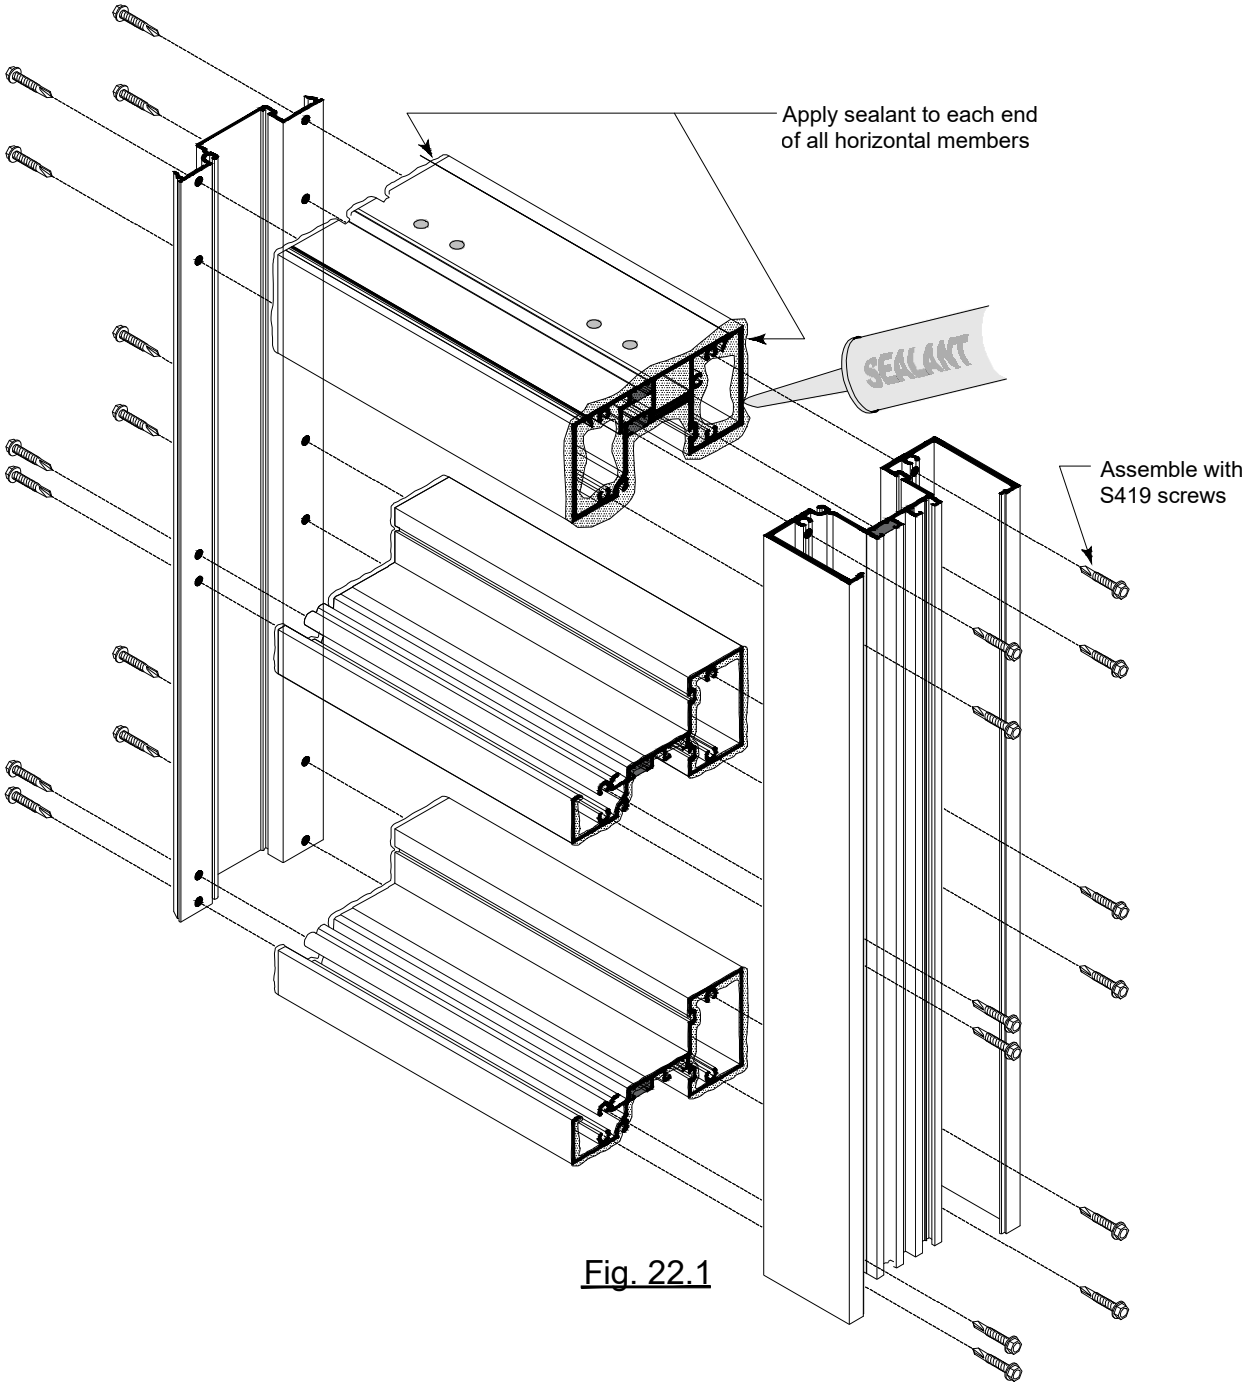

Fig. 22.1
B. Apply sealant to ends of the head, head anchor, horizontal and sill members prior to attaching to vertical members. SEE Fig. 22.1.
C. Attach head, head anchor, horizontal and sill members to the vertical and pocket closure members with S419 #12-14 x 1 1/2" HWH frame assembly screws. SEE Fig. 22.1.